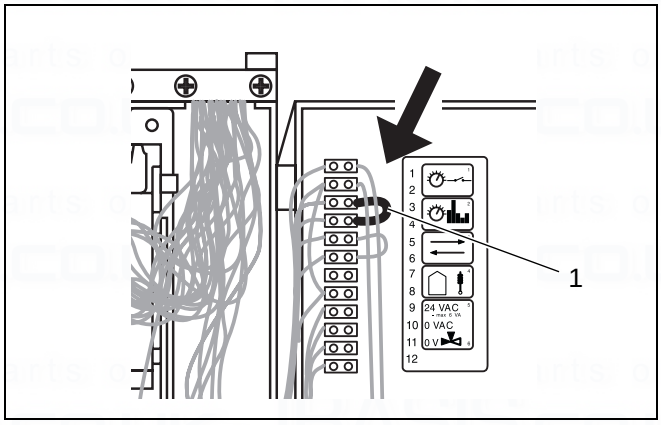

Fig. 22 Connection box in burner-control unit - 24 Volt connection
– A radio frequency room-temperature control device at 24 Volt connected to the connection plate see fig. 22, item 1.
- Connect the 24 Volt radio frequency room-temperature control device at fig. 22, item 1.